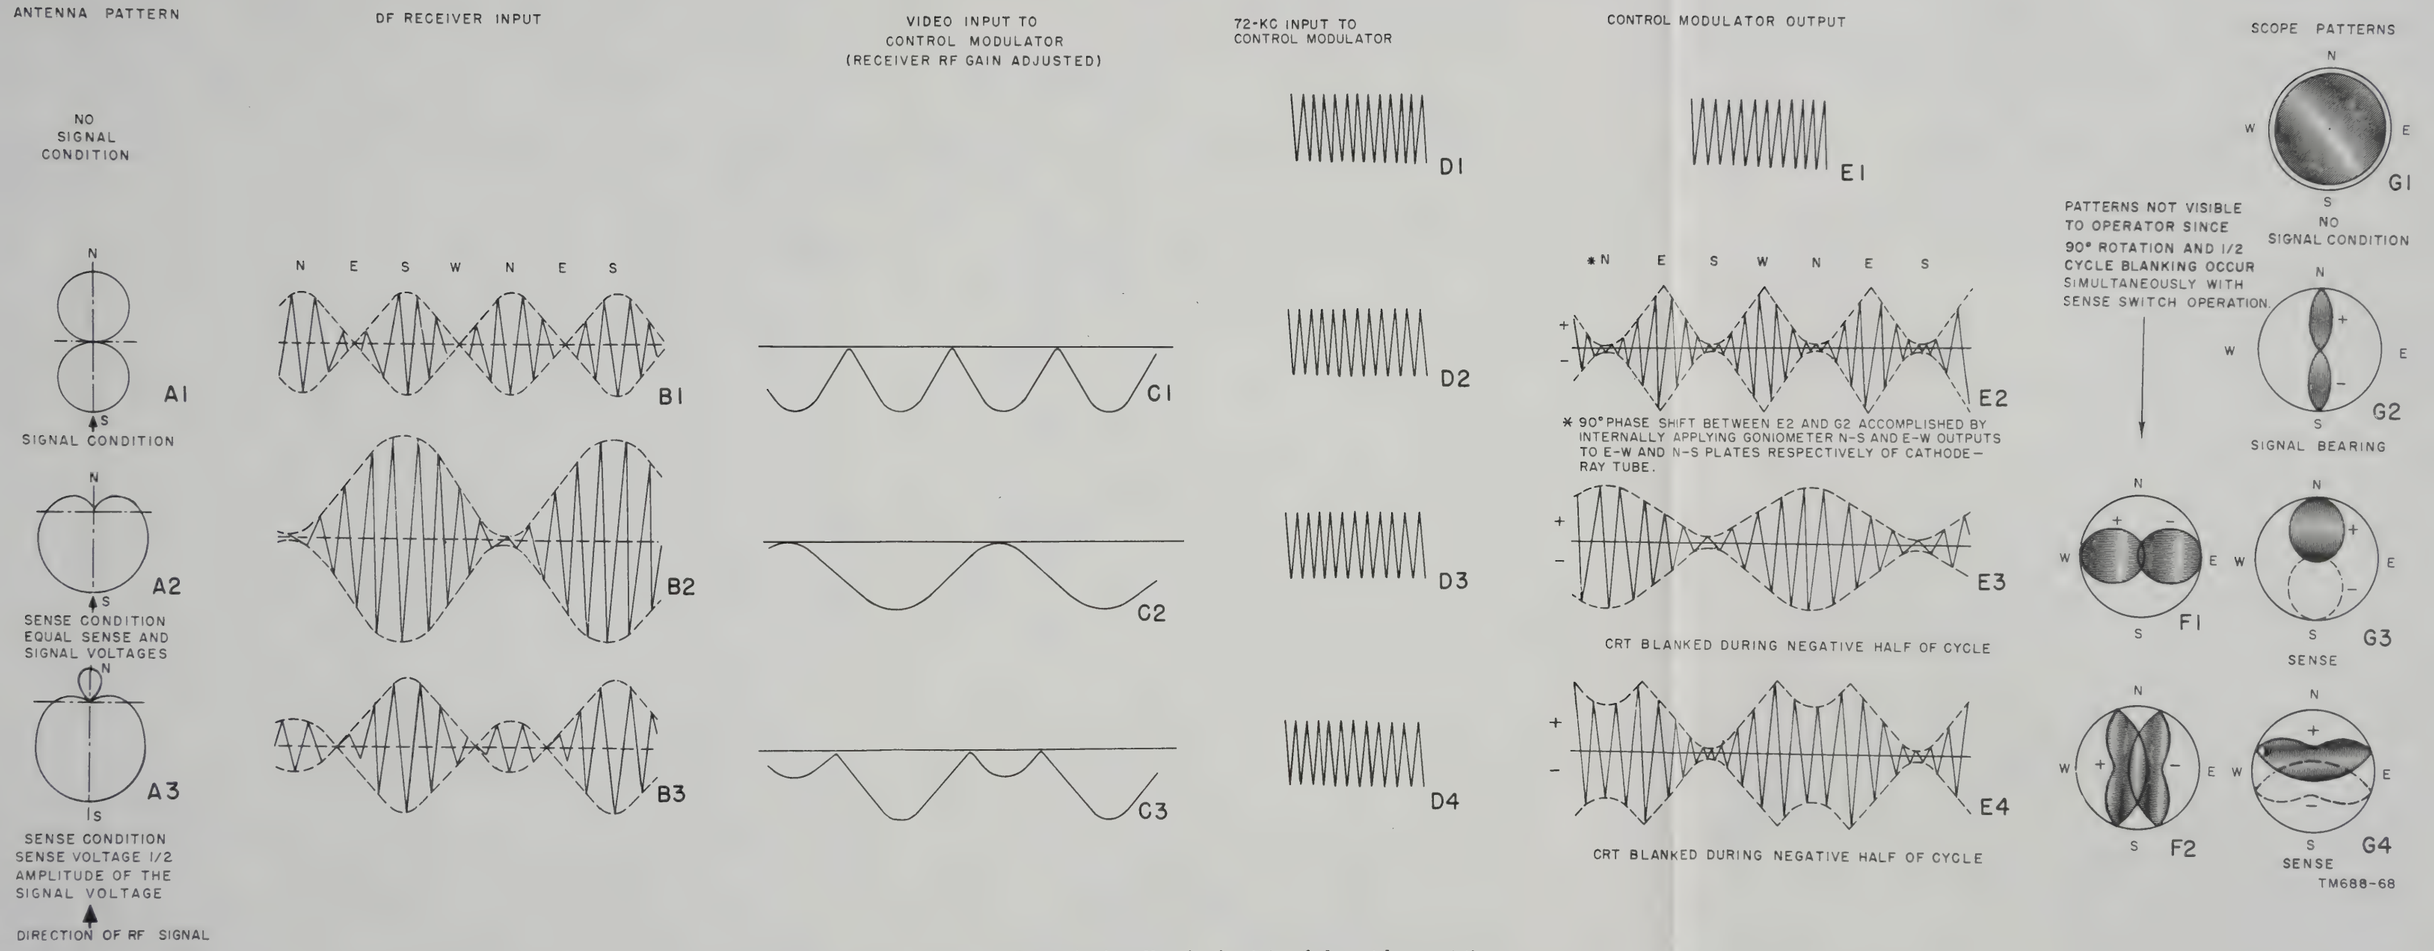
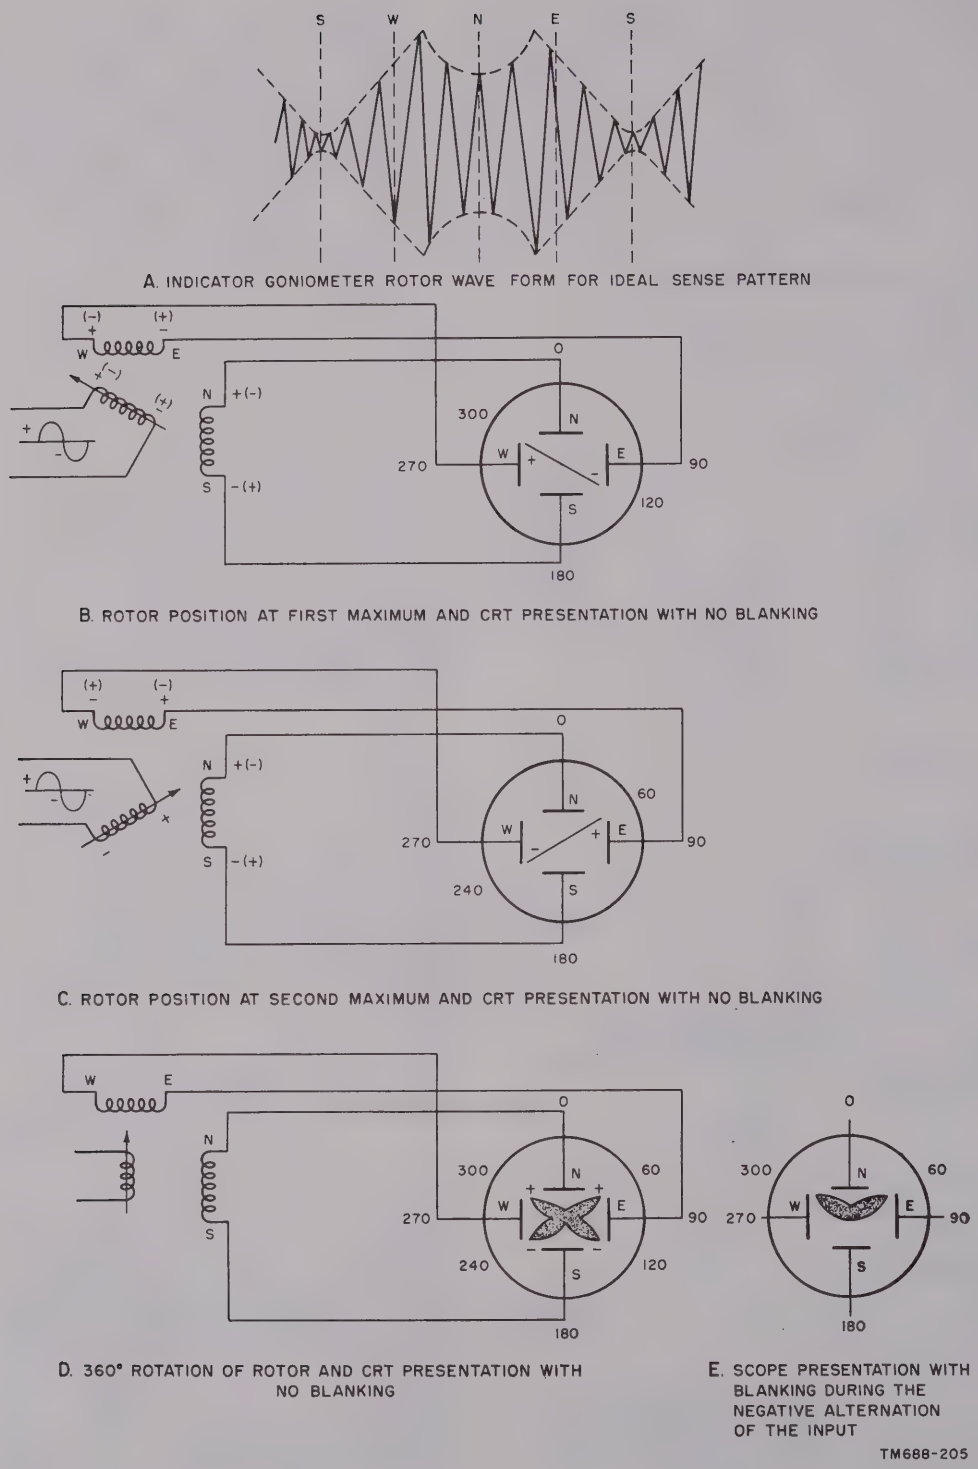
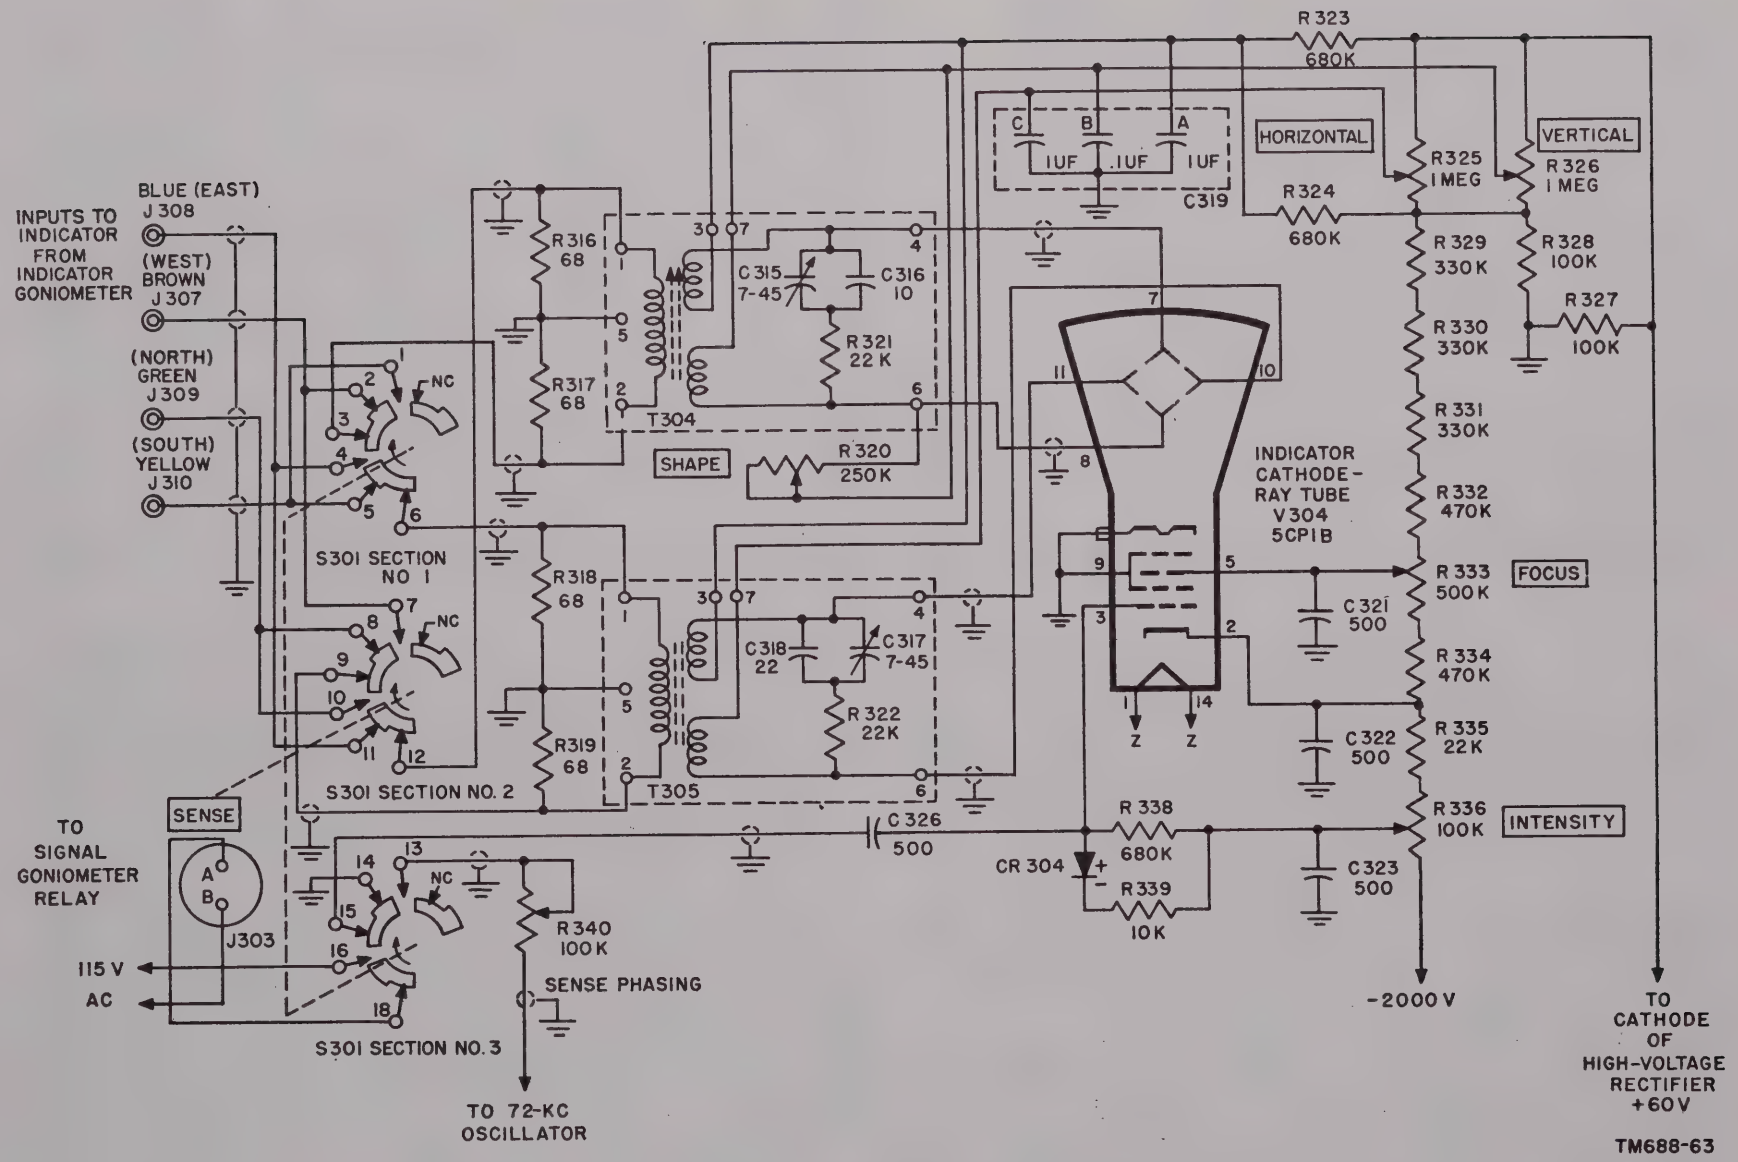

Figure 74. Progression from df receiver inputs to cathode-ray tube presentations.
Figure 79. Development of the sense pattern from the ideal signal goniometer rotor wave form.
Figure 84. Deflection system, sense and high-voltage bleeder circuits.
a. There are two signal inputs to control modulator V302. One input is the 72-kc signal output of rf oscillator V309 and the other input is the modulating signal imposed on the received signal by the rotation of the *signal* goniometer rotor. A circle is presented on the screen of the cathode-ray tube when no signal is being received; that is, when the only input to the control modulator is the 72-kc output of the rf oscillator (D1, fig. 74).
b. The 72-kc input is amplified by the control modulator and the output (E1, fig. 74) is applied through rf amplifier V303 to the rotor winding of the indicator goniometer. The output of one of the indicator goniometer stator windings is connected to the vertical deflection plates of the cathode-ray tube and the output of the other is connected to the horizontal deflection plates.
e. The diametral line is produced by the in-phase 72-kc voltages applied to the deflection plates. Rotation of the diametral line to produce a circle is accomplished by the modulation of the 72 kc by the rotation of the indicator goniometer rotor. It can be seen therefore, that because of the rotation of the goniometer rotor, a rotary force is exerted on the cathode-ray beam and produces a constant length diametral line spinning at 27 revolutions per second (1,620 rpm). Because of the persistence of vision, the pattern appears as a filled-in circle (G1, fig. 74).
c. The signal goniometer output resulting from the antenna pattern shown in A3, figure 74 for a signal from directly south, will produce the ideal sense pattern shown in B3, figure 74. This amplitude-modulated .5- to 30-mc signal is fed to the df receiver. The signal selected by the df receiver is amplified, converted to 455-kc, and fed to the azimuth indicator. The amplitude-modulated 455-kc signal is amplified, detected, and the modulation envelope (C3, fig. 74) is applied to the control grid of the control modulator. The modulation envelope changes the bias, hence the gain of the control modulator. The amplification of the constant-amplitude 72-kc signal input to the control modulator (D4, fig. 74) is maximum when the modulation envelope (C3, fig. 74) is minimum, and the control modulator output is minimum when the modulation envelope is maximum.
d. The progression from the control modulator output (E4, fig. 74), which is the input to the rotor of the indicator goniometer to the ideal sense presentation (G4, fig. 74) is illustrated in figure 79. The shift of 90° in the cathode-ray tube presentation during sensing as compared to the bearing presentation is accomplished by connecting the north-south stator winding of the indicator goniometer to the north-south deflection plates of the cathode-ray tube and the east-west stator winding to the east-west deflection plates as shown in B, figure 79. (When the bearing pattern was obtained (par. 138*d*), the connections were displaced 90°.) The indicator goniometer rotor input wave form which will produce the ideal sense pattern is shown in A figure 79.
(1) The indicator goniometer rotor, which is synchronized with the signal goniometer rotor, will be in the position shown in B, figure 79 when the first maximum is applied to the rotor. One complete cycle of the 72-kc input signal to the rotor is shown. In this position of the rotor, the amplitude of the 72-kc signal induced in the east-west winding will be greater than the amplitude of the 72-kc signal induced in the north-south winding because the rotor is closer to being parallel to the east-west winding than to the north-south winding. Because of slow speed of rotation (27 revolutions per second) compared to the frequency of the sweep signal (72,000 cps), it can be assumed that the rotor does not change position during 1 cycle.
(*b*) During the negative alternation of the 72-kc input signal, the voltages induced in the stators will be reversed as indicated by the signs inclosed in parentheses (B, fig. 79). Voltages of this polarity applied to the deflection plates will cause the beam to be deflected from the center of the screen to the right and down. In this illustration, the beam would be deflected toward the 120° marking on the azimuth scale surrounding the screen of the cathode-ray tube.
(*c*) With the rotor in the position shown in B, figure 79, for a complete cycle of 72-kc input signal, a line would be produced on the face of the cathode-ray tube extending from the 120° marking on the azimuth scale to the 300° marking on the azimuth scale. The portion of the line marked positive would have been produced by the positive alternation of the 72-kc input and the portion of the line marked negative would have been produced by the negative alternation of the 72-kc input.
(2) The indicator goniometer rotor will be in the position shown in C, figure 79 when the second maximum is applied to the rotor. The amplitude of the 72-kc signal induced in the east-west stator winding will still be greater than the amplitude of the 72-kc signal induced in the north-south stator winding.
(*a*) The phase of the voltage induced in the east-west winding for each alternation of the input will be reversed from what it was in B, figure 79. This phase reversal occurs because in moving from the position established in B to the position in C, the rotor would have passed through a position perpendicular to the east-west winding and produced a phase reversal in the east-west output. There is no phase reversal in the north-south output because the rotor does not pass through a position perpendicular to the north-south winding.
(*b*) With the rotor in the position shown in C, figure 79, for a complete cycle of the 72-kc input signal, a line would be produced on the screen of the cathode-ray tube extending from the 60° marking on the azimuth scale to the 240° marking on the azimuth scale. The portion of the line marked positive would have been produced by the positive alternation of the 72-kc input signal and the portion of the line marked negative would have been produced by the negative alternation of the 72-kc input signal.
(3) The cathode-ray tube presentation obtained when the rotor is rotated through 360° is shown in D, figure 79.
(4) The ideal sense pattern which is presented on the screen of the cathode-ray tube is shown in E, figure 79. This pattern is obtained by blanking the portions of the pattern (D, fig. 71), that were produced by the negative alternation of the 72-kc input. The blanking is produced by applying a constant-amplitude 72-kc signal to the
(5) As was previously mentioned, the sense pattern may show up in various shapes, but will always be positioned in the half of the screen opposite the direct bearing. The ideal sense pattern produced when the amplitude of the sense voltage is half the amplitude of the signal voltage is shown in G4, figure 74. The pattern shown in F2 would have been presented on the screen if the presentation were not shifted 90° (*d* above) and no blanking signal were applied to the grid of the cathode-ray tube. The sense pattern shown in G3 is produced when the amplitude of the sense voltage is equal to the amplitude of the signal voltage. Although the pattern is not the ideal arrowhead, it is positioned in the half of the screen opposite the direct bearing. The pattern shown in F1 would have been produced if the presentation were not shifted 90° from the bearing presentation and no blanking signal were applied to the grid of the cathode-ray tube.
144. Deflection System (fig. 84)
b. The indicator goniometer located in the goniometer drive acts as a two-phase transformer inasmuch as a single-phase voltage is impressed on its primary (rotor) and a two-phase (90° removed) output is developed across the north-south and the east-west secondary (stator) windings. The east-west stator winding is connected by coaxial cables W402 and W401 to jack J308 and J307 (fig. 84) on the azimuth indicator. The north-south stator winding is connected by coaxial cables W403 and W404 to J309 and J310 on the azimuth indicator. The two-phase stator voltages are connected through SENSE switch S301 to the primaries of deflection transformers T304 and T305. The indicator goniometer output is raised to a level sufficient for proper cathode-ray tube deflection by vertical deflection transformer T304 and horizontal deflection transformer T305. The slug adjustment of
(fig. 84)
a. SENSE switch S301 is a two-position switch shown in figure 84 in the direction finder position. The switch is normally in the direction finder position and is pressed for sense operation. Pressing the SENSE switch performs three simultaneous functions.
(1) Sections 1 and 2 of S301 reverse the indicator goniometer stator connections to the deflection transformers to produce the 90° pattern rotation (par. 139*d*).
(2) The sense relay in the signal goniometer is energized by the application of 115-volt ac through contacts 16 and 18 of section 3 and J303. Energizing the sense relay changes the input to the df receiver from a bearing wave form (B1, fig. 74) to a sense wave form (B3, fig. 74).
(3) The 72-kc blanking signal is applied to the grid of the cathode-ray tube through sense phasing resistor R340, contacts 13 and 15 of section 3 and capacitor C326.